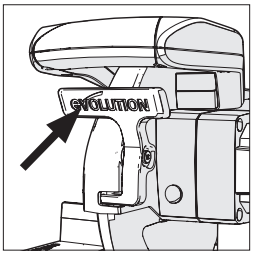

Fig. 18
- Pressione a alavanca de bloqueio do resguardo de proteção inferior para desengatar a cabeça da serra **(Fig. 18)**